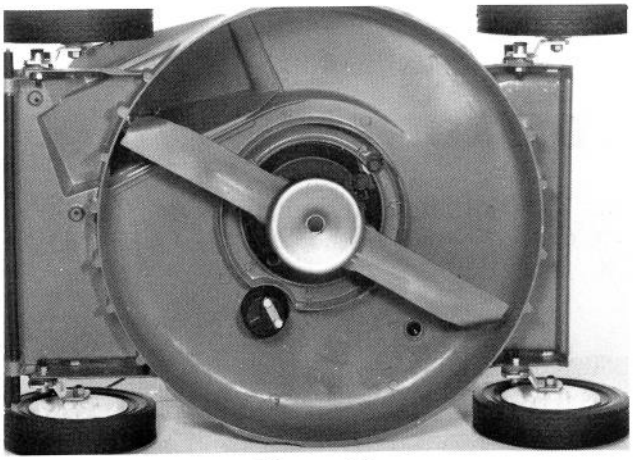

Figure 36
3. Tip mower on its left side (Fig. 36), which is the spark plug side. Avoid rotating the blade when mower is tipped because starting problems may result.